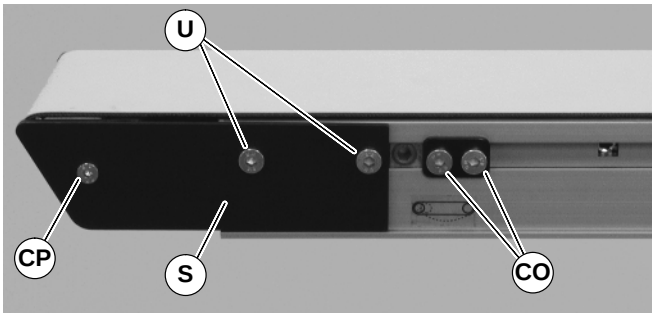

Abbildung 57
2. Auf einer Seite des Förderbandes mit einem 3 mm und 4 mm Innensechskantschlüssel die Befestigungsschrauben der vorderen Deckplatte entfernen (CP u. U siehe Abbildung 57) und die vordere Deckplatte abnehmen (S).
4. Nach dem Austauschen der Lager -die vordere Deckplatte wieder installieren (S siehe Abbildung 57). Mit einem 3 mm Sechskantschlüssel (1) eine Befestigungsschraube (CP) mit 3,4 Nm festziehen. Zwei (2) Befestigungsschrauben (U) lose lassen, damit der Gurt gespannt werden kann.